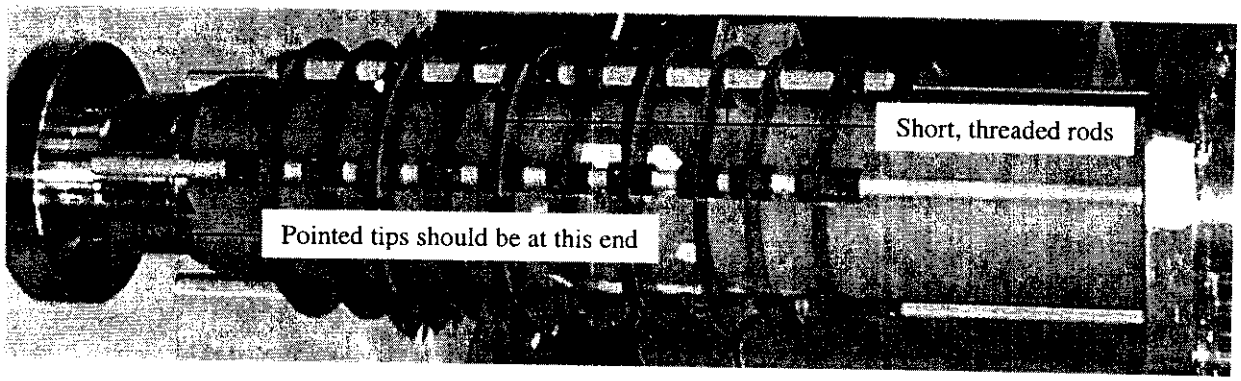

Figure 1.11 A baffle installed on a power lead.
1.11 Install the baffle on the lead with the pointed tips of the threaded rods pointing toward the bottom of the lead. An installed baffle is shown in Figure 1.11.